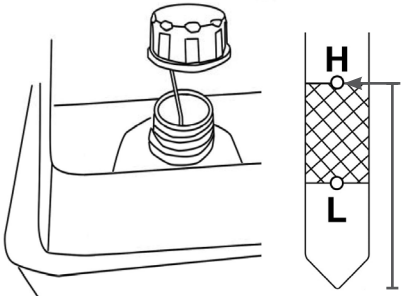

Рис. 27 Проверка уровня масла по щупу верхней маслозаливной горловины
2. Открутите крышку-щуп нижней маслозаливной горловины и извлеките щуп (Рис. 27).